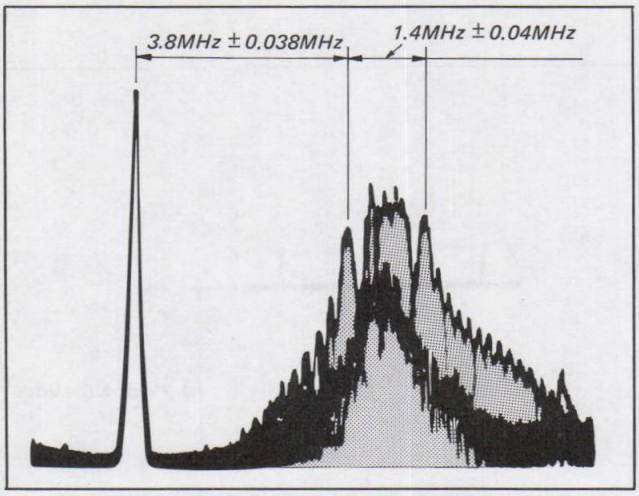

Fig. 5-30. Deviation adjustment
(1) Supply the colour bar signal and set up the E-E mode.
(2) Connect the spectrum analyzer to pin 4 of IC015.
(3) Adjust to 1.4MHz ± 0.04MHz with RV003 (See Fig. 5-30.)
(3) Adjust the sync tip section to 3.8MHz ± 0.038MHz with RV024. (See Fig. 5-30.)